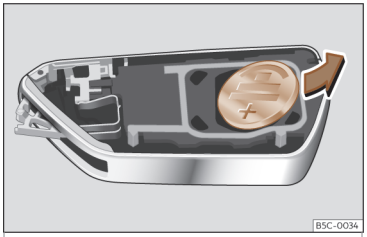

Abb. 74 Fahrzeugschlüssel: Batterie herausnehmen.
• Batterie mit einem geeigneten dünnen Gegenstand aus dem Batteriefach heraushebeln››› **Abb. 74**.